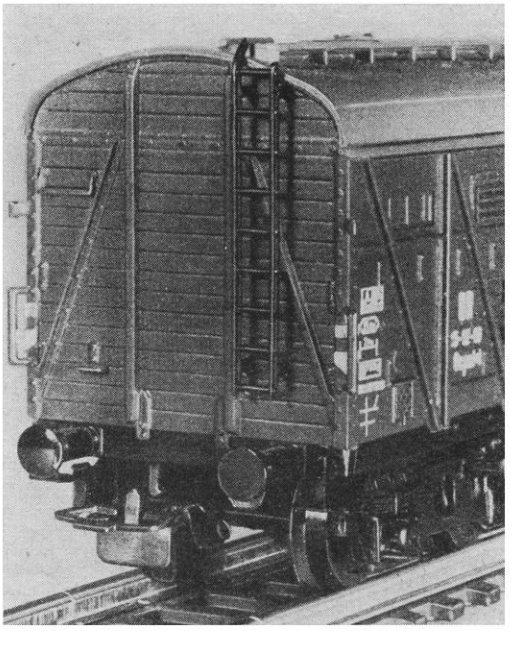

Bild 1
- Bild 1 Blick auf den Personenbahnhof „Neustadt" mit gerade einfahrendem Schnellzug. Am Bahnsteig hält ein Eilzug mit einer 01. Die V 60 mit dem preußischen Packwagen wartet auf die Einfahrt des Schnellzugs, um den Wagen beistellen zu können
Den anschaulichsten Vergleich zeigt eine Versuchsreihe, die zwar mit verschiedenen Aufnahme-Brennweiten hergestellt wurde, wobei aber der Vordergrund immer die gleiche Größe hat; die „Wandlung der Perspektive" tritt hier in aller Deutlichkeit zutage (Bild 1, 2, 3).